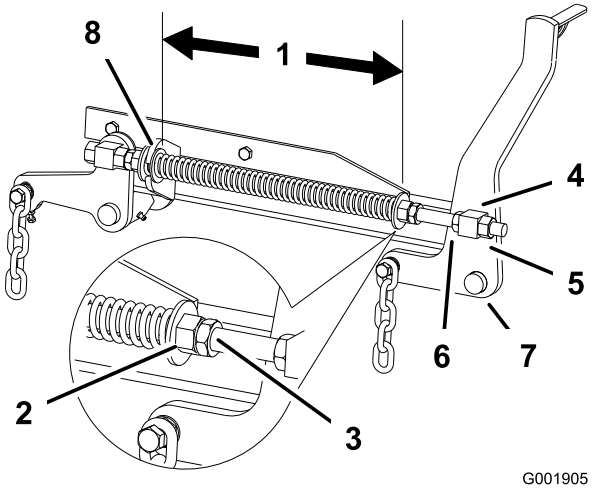

Figuur 78
2. Controleer de afstand tussen de twee grote ringen; deze moet 29,2 cm bedragen (Figuur 78).
3. U kunt deze afstand instellen door de contramoer van de veer los te draaien en vervolgens te draaien aan de moer op de voorkant van elke veer (Figuur 78). Als u de moer rechtsom draait, wordt de veer korter; als u de moer linksom draait wordt de veer langer.
4. U borgt de moer in deze stand door de contramoer van de veer vast te draaien (Figuur 78).